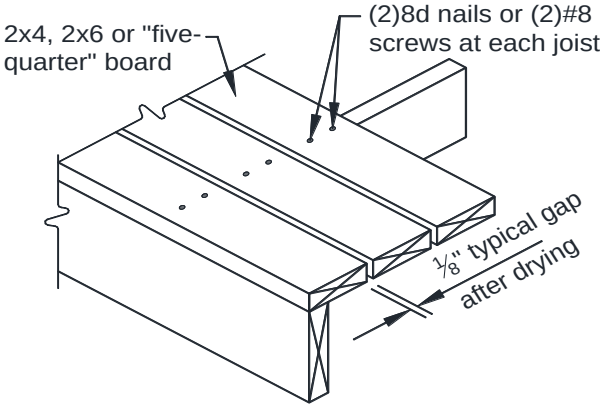

FIGURE 1: TYPICAL DECKING
- Wood decking shall be attached per FIGURE 1. If installed wet, place decking with no gap so after drying a ⅛-inch gap is created. The use of hidden fasteners and similar attachment devices are permitted only if supplemental bracing is installed beneath the joists – see the next page.